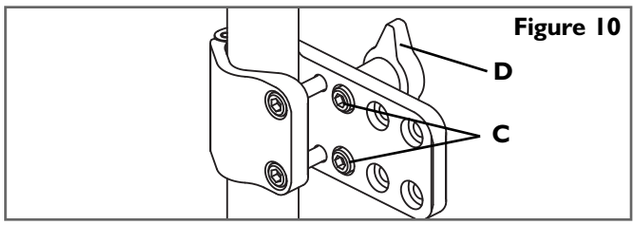
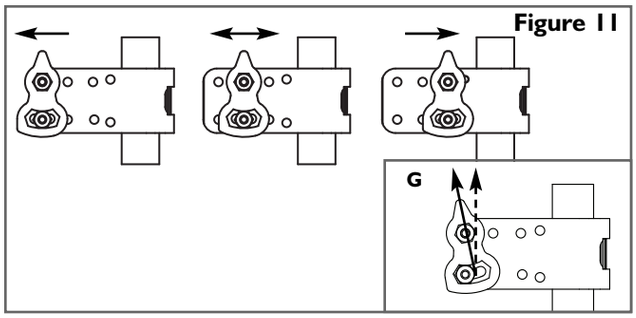

Figure 10
Figure 11
2. Remove the left and right socket head screws (Fig. 10-C) on the chair side mounting hardware.
3. Adjust the angle by moving the tapered pin (Fig. 10-D) forward or backward in the bracket as shown in Fig. 11. Securely tighten the socket head screws. The recommended torque specification is 15 - 20 in-lbs (1.7 - 2.3 Nm).
4. As the back angle is adjusted, also adjust the angle of the tapered pin to match (Fig. 11, inset G). The recommended torque specification is 15 - 20 in-lbs (1.7 - 2.3 Nm).